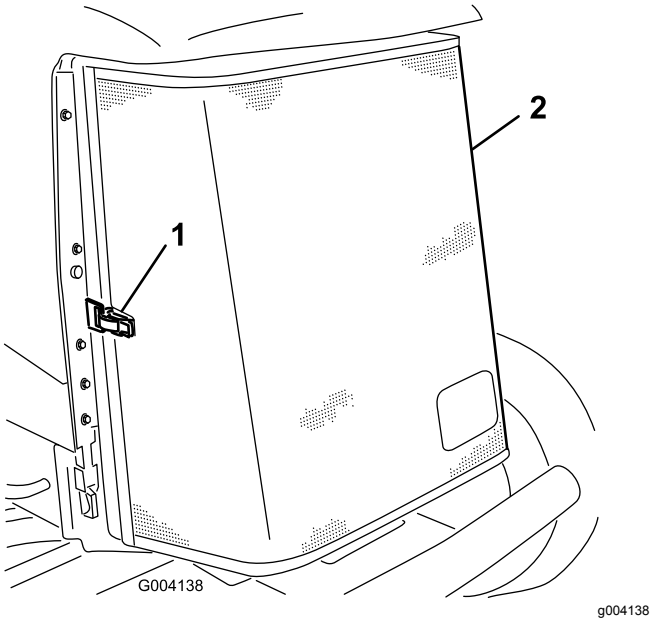

Figur 91
3. Lossa klämman och vrid upp det bakre gallret (Figur 91).